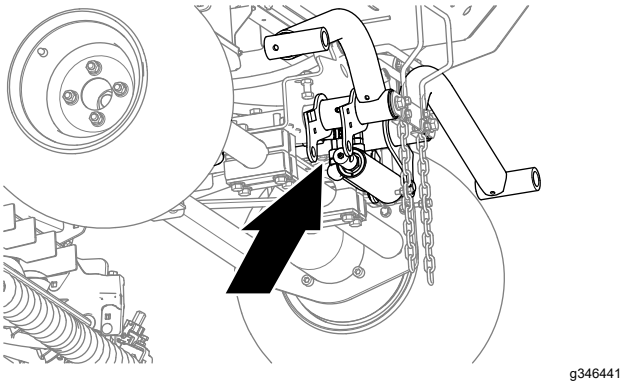

**Figur 13**
1. Rikta in ett avtappningskärl under lyftcylinderns hydraulkopplingar (Figur 13).